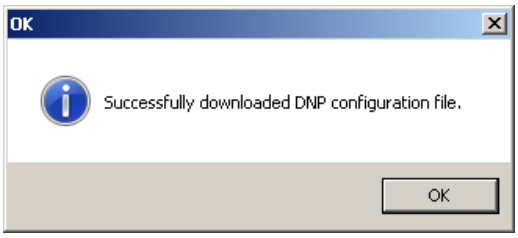

Figure 3-84 Download Complete Dialog Screen
3. When the DNP Configuration file has been downloaded TapTalk will display a confirmation screen (Figure 3-84). Select **OK**. TapTalk will return to the Main Screen.